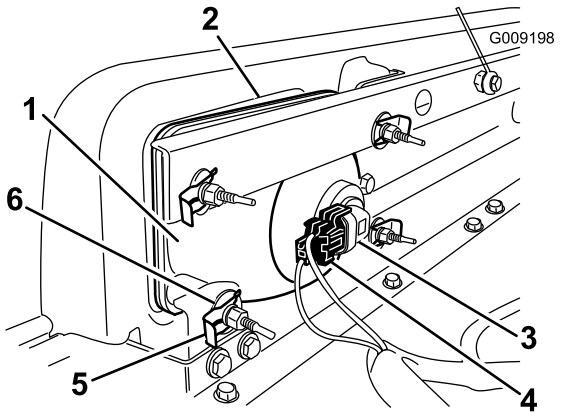

Figur 40
1. Frakoble den elektriske forbindelsen for nettet fra koblingsstykket til pæreenheten (Figur 40).
2. Fjern hurtigklemmene og skivene som fester frontlysene til frontlysbraketten (Figur 40).
3. Fjern frontlysenheten ved å flytte den fremover gjennom åpningen i fremre støtfanger (Figur 40).
4. Fest det nye frontlyset gjennom åpningen i støtfangeren (Figur 40). Påse at justeringspostene er på linje med hullene i monteringsbraketten bak støtfangeren.
6. Tilkoble den elektriske forbindelsen for nettet til koblingsstykket til pæreenheten (Figur 40).